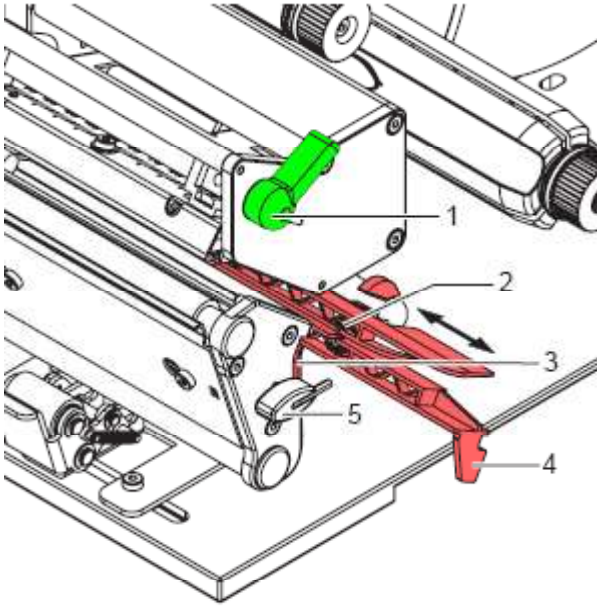

Figure 20
1. Tourner le levier (1, Figure 20) en sens inverse des aiguilles d'une montre pour déverrouiller la tête d'impression.